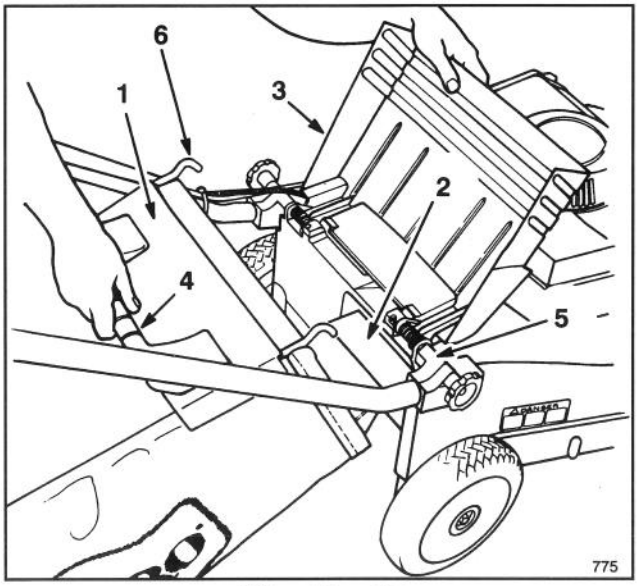
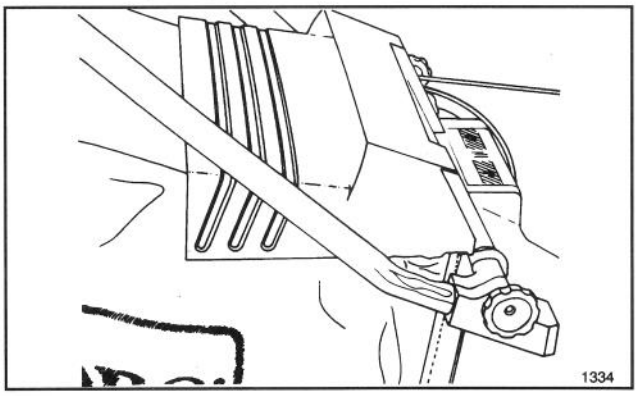

Afbeelding 10
Afbeelding 11
2. INSTALLEREN VAN DE ZAK—Open de kokerdeur, schuif de trechter van de zak in de afvoeropening en haak het zakframe aan de bevestigingsbeugel (Afb. 10). Laat de kokerdeur op de zak rusten (Afb. 11).